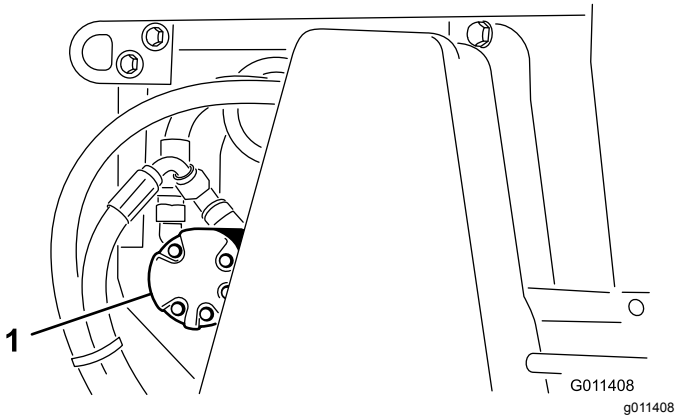

Figuur 23
2. Zet de moeren los waarmee de motor van de borstel (Figuur 23) aan de linkerkant van de machine is bevestigd.